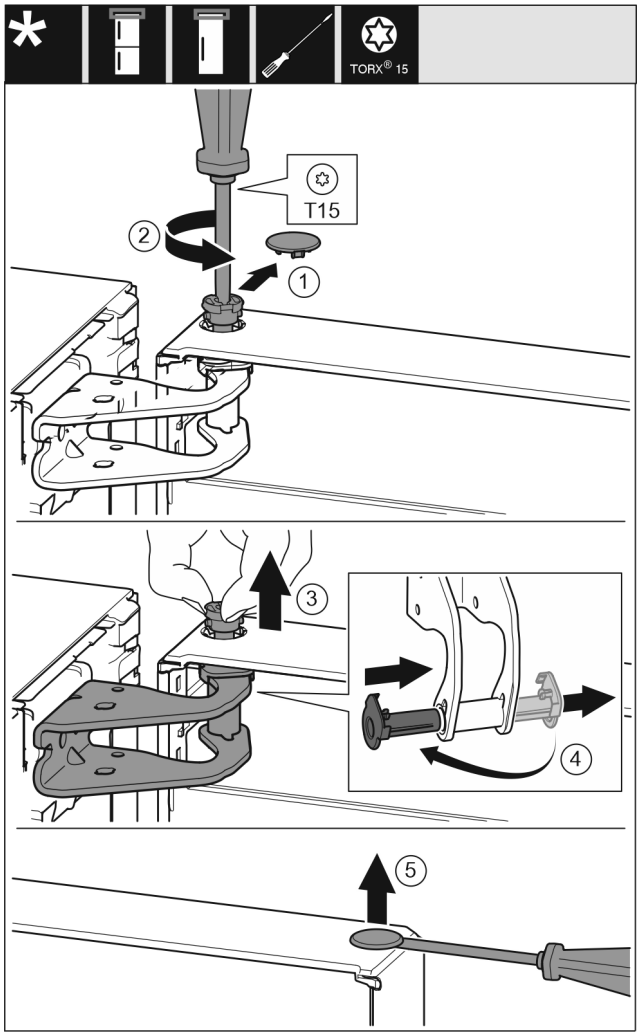

Fig. 9
▶ Sicherungsabdeckung vorsichtig abziehen. *Fig. 9 (1)*
▶ Bolzen mit Schraubendreher T15 ein Stück herausdrehen. *Fig. 9 (2)*
▶ Tür festhalten und Bolzen mit den Fingern herausziehen. *Fig. 9 (3)*
▶ Lagerbuchse aus Führung ziehen. Von der anderen Seite einsetzen und einrasten. *Fig. 9 (4)*
▶ Stopfen aus der Türlagerbuchse vorsichtig mit einem Schlitzschraubendreher anheben und herausziehen. *Fig. 9 (5)*